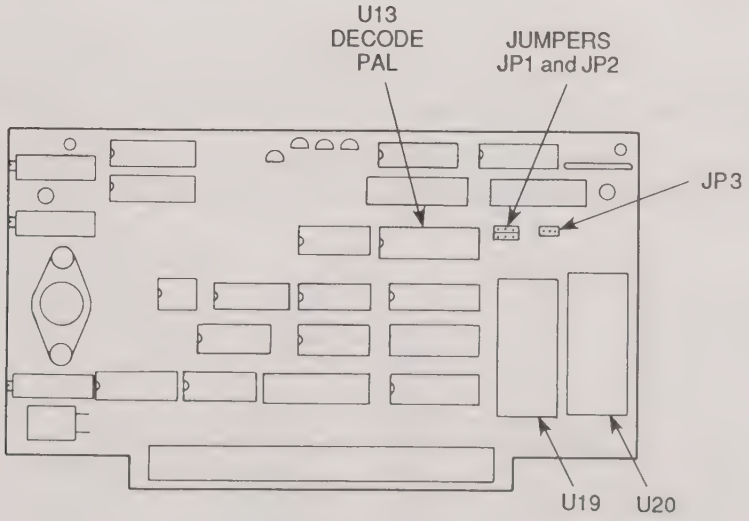

Figure 4. Update Component Location
9. Turn the 701-2126 memory board over so the component side faces up (figure 4) in preparation for firmware installation.
1. Remove EPROMs U19, U20 and decode PAL U13 (see figure 4) from the memory board using the IC extractor tool or the small slot-head screwdriver.